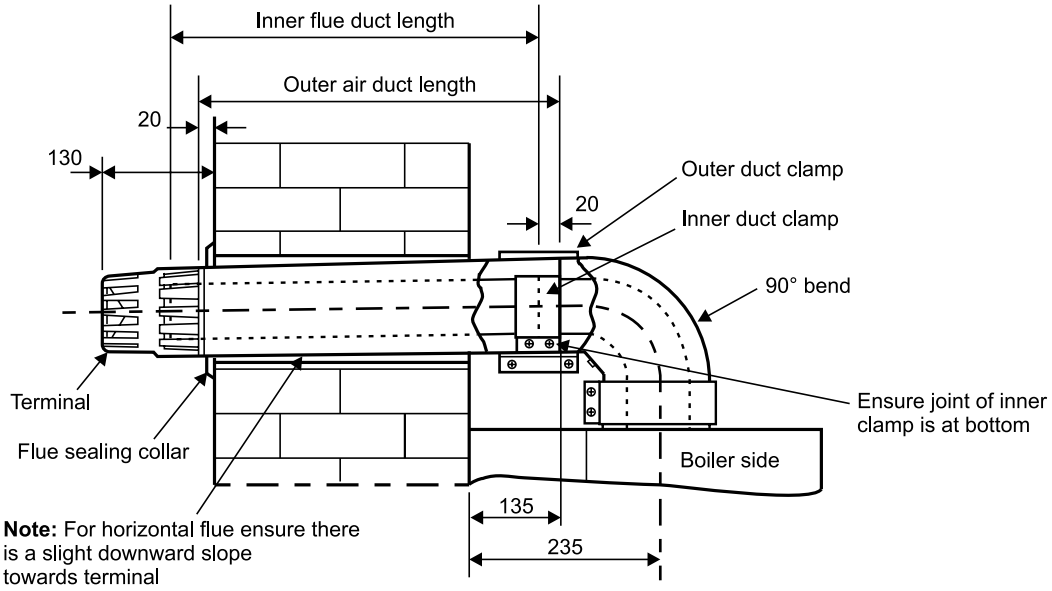

**Fig. 13 - Rear flue**
### *4.6 FIT THE FLUE - Figs. 13, 14*
4. Mark the outer air duct to match the length given above, measure from the end of the tube as shown in Figs. 13 and 14.
10. Position the seal and clamp (two screws), supplied with the bend, over the boiler flue adaptor. Fit the bend and rotate to the correct position, then secure in position. See Fig 13.
11. Place the inner (no seal) duct clamp in position over the bend outlet as shown in Figs. 13, 14. Position the outer duct seal over the bend.
### *4.7 FIT A FLUE EXTENSION - Figs. 13, 14*